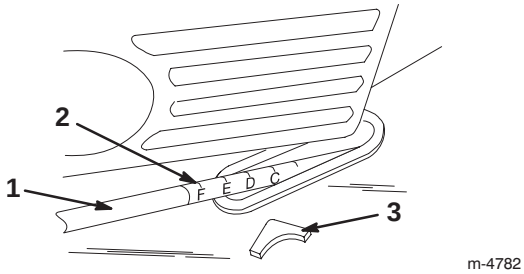

Bild 12
5. Heben Sie den Griff an oder drücken ihn nach unten. Verwenden Sie dabei den Zeiger und die Schnitthöheneinstellung am Verbindungsgestänge, um den Rasenmäher auf die korrekte Schnitthöhe einzustellen (Bild 12).